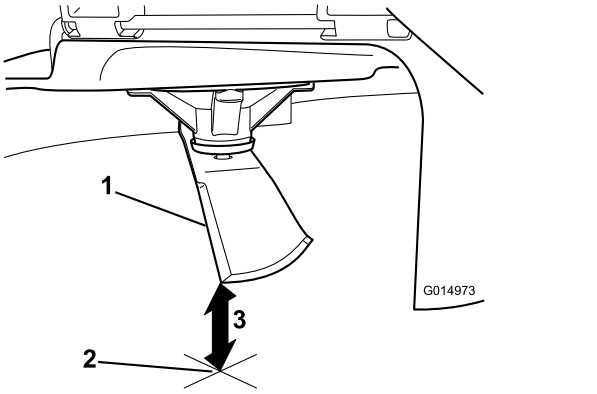

Figur 61
3. Mål fra spidsen af skærekniven til den plane overflade (Figur 61).